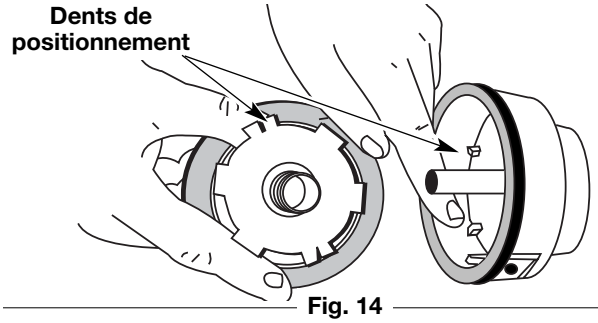

Fig. 14
5. Vérifiez l'état d'usure des dents de positionnement sur le moulinet intérieur et la bobine extérieure (Fig. 14). Enlevez les ébarbures ou remplacez le moulinet et la bobine au besoin.